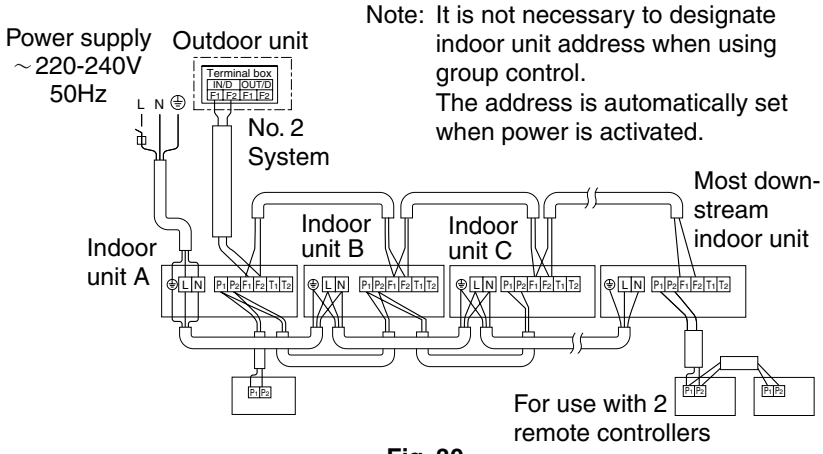

Fig. 30
(3) Remove the terminal box lid
(4) Add remote control 2 (slave) to the terminal block for remote controller (P1, P2) in the terminal box. (There is no polarity.) (Refer to Fig. 30 and 8-3.)